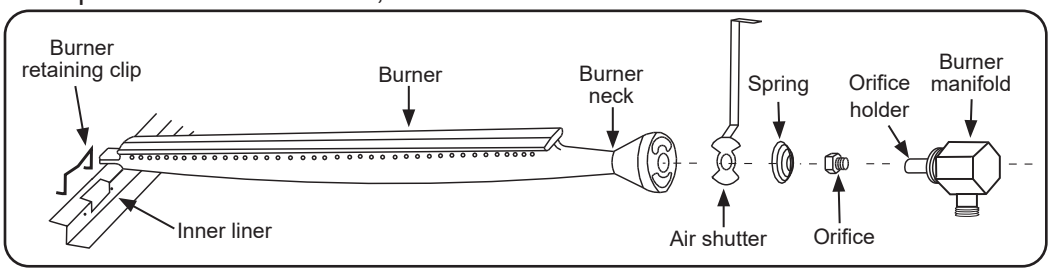

Fig. 38-4 Burner components diagram
3. Locate and remove the burner retaining clip from behind the burner using a flat head screwdriver (see Fig. 38-4).
- **a.** Install the air shutter spring, then the air shutter over the orifice holder fitting in the order and position as shown in Fig. 38-4.